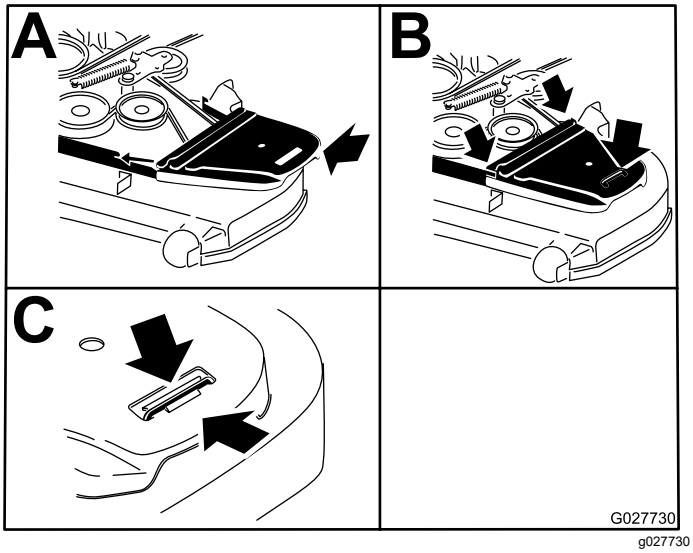

Figuur 63
12. Plaats de drijfriemkappen en de bijbehorende bouten (Figuur 63).